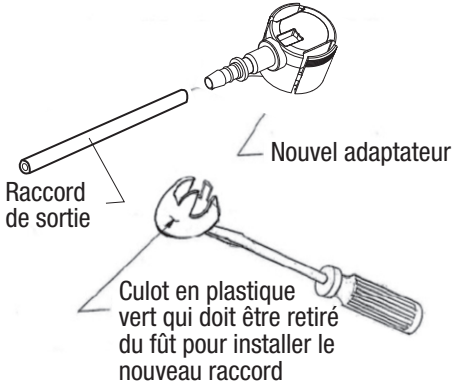

Figure 7
1. Retirez l'adaptateur du fût sous pression (figure 7). Recyclez l'adaptateur conformément à la règlementation locale sur l'environnement.